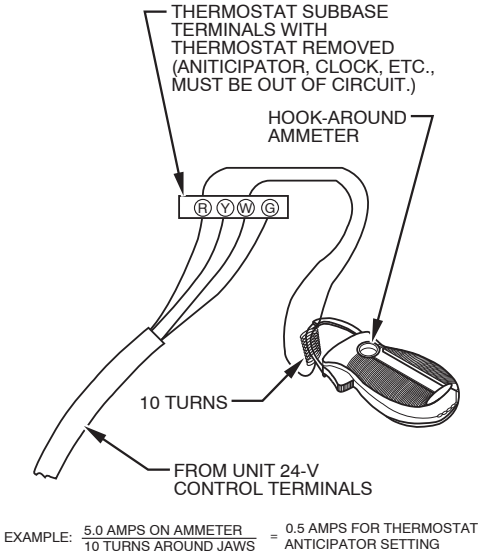

Fig. 63 - Amp. Draw Check with Ammeter
c. Connect an amp. meter as shown in Fig. 63 across the R and W subbase terminals or R and W wires at wall.